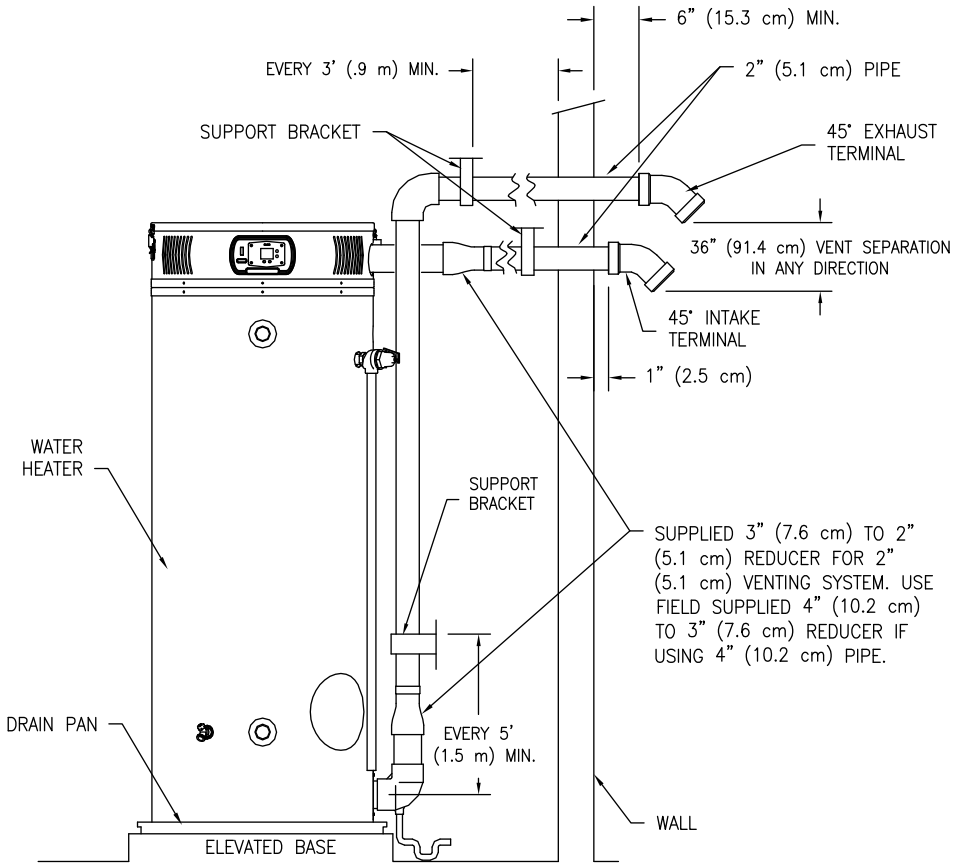

Figure 13. Typical Horizontal Direct Vent System
2. Use the proper cement to secure the exhaust vent and air intake terminals provided with the water heater to the pipes. The distance between the back edge of the exhaust vent terminal and the exterior wall (see Figure 13) must be 6 inches *(15.3 cm)* more for the exhaust vent terminal than the air intake terminal. Use the proper cement or sealant and assembly procedures to secure the vent connector joints between the terminal and the blower outlet. Provide support brackets for every 3 feet *(.9 m)* of horizontal vent beyond the intake terminal.